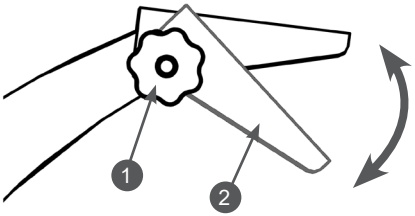

Рис. 19 Регулировка положения дефлектора
6. Отрегулируйте дефлектор жёлоба выброса. Если требуется, чтобы продукты измельчения выбрасывались в контейнер – наклоните дефлектор вниз. Если сбор продуктов измельчения не требуется – поднимите дефлектор вверх (Рис. 19). Для регулировки ослабьте затяжку барашковой гайки 1, установите дефлектор 2 в требуемое положение после чего затяните барашковую гайку (Рис. 19).